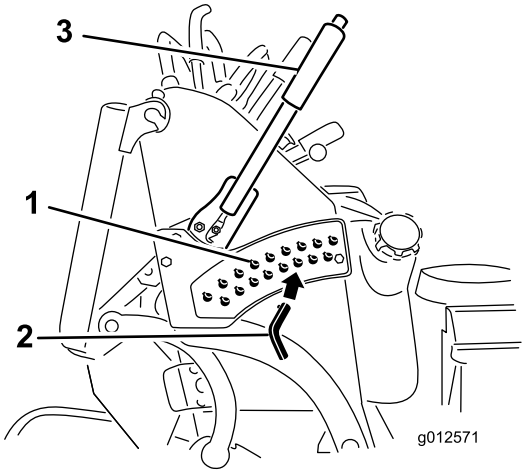

**Figur 28**
3. Vælg et hul i klippehøjdebeslaget, som svarer til den ønskede klippehøjde, og sæt pinden i (Figur 28).
4. Tryk på den øverste knap og sænk klippehøjdehåndtaget ned på pinden (Figur 28).